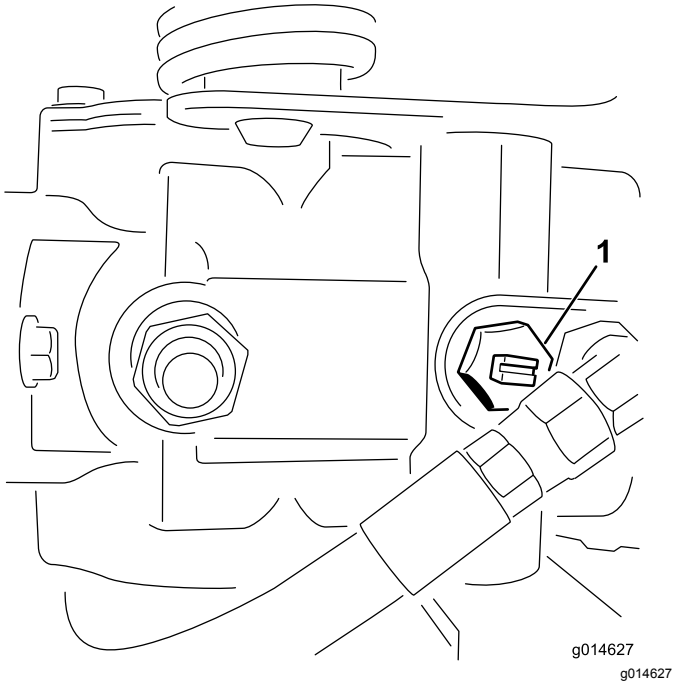

Rysunek 24
1. Znajdź na pompie zawór obejściowy i obracaj nim tak, aby szczelina była skierowana pionowo (Rysunek 24).
2. Przed uruchomieniem silnika zamknij zawór obejściowy, obracając nim tak, aby szczelina znajdowała się w położeniu poziomym (Rysunek 24).